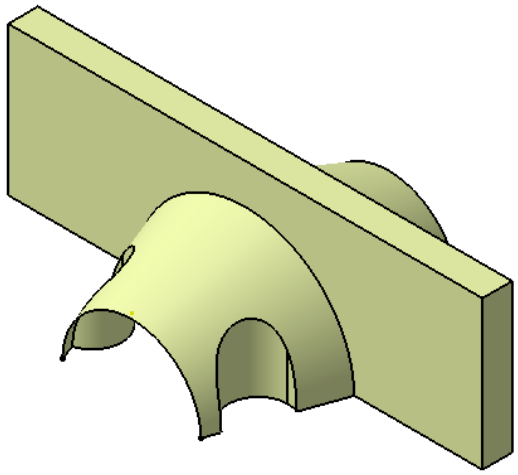

Figure 17-112 *The model after trimming*
3. Choose the **OK** button from the **Trim Definition** dialog box. The model after trimming the base surface is displayed in Figure 17-112.